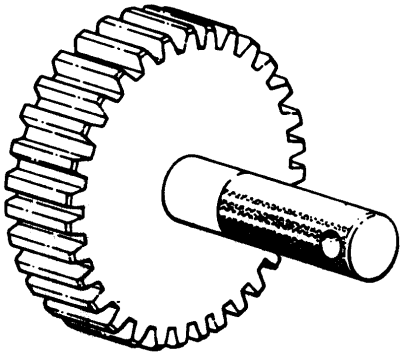

Figure 35. 6796014 Planet Gear Index Plate
a. Install 6796014 planet gear index plate (figure 35). Plate will be removed after the propeller and planet gear assembly is reinstalled at assembly.